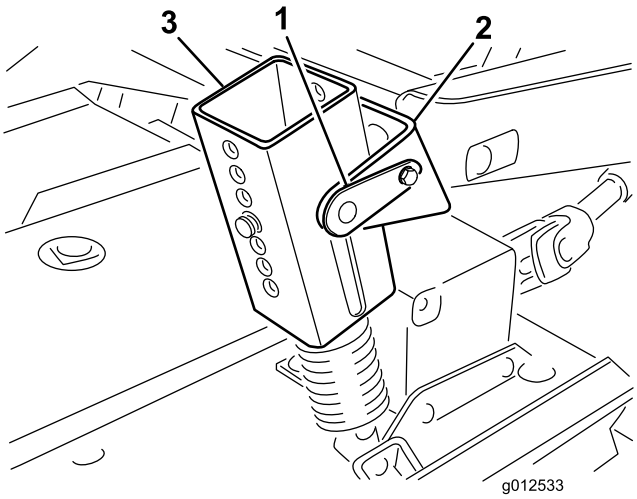

Figur 1
2. Endast för traktorenheter i 200-serien: Avlägsna motvikten från traktorenheten, ta bort låspinnarna från fästena, skilj fjäderspänningsenheterna från fästena och lägg dem på däcket. Fäst låspinnarna löst på fästena, så att du inte tappar bort dem (Figur 1).